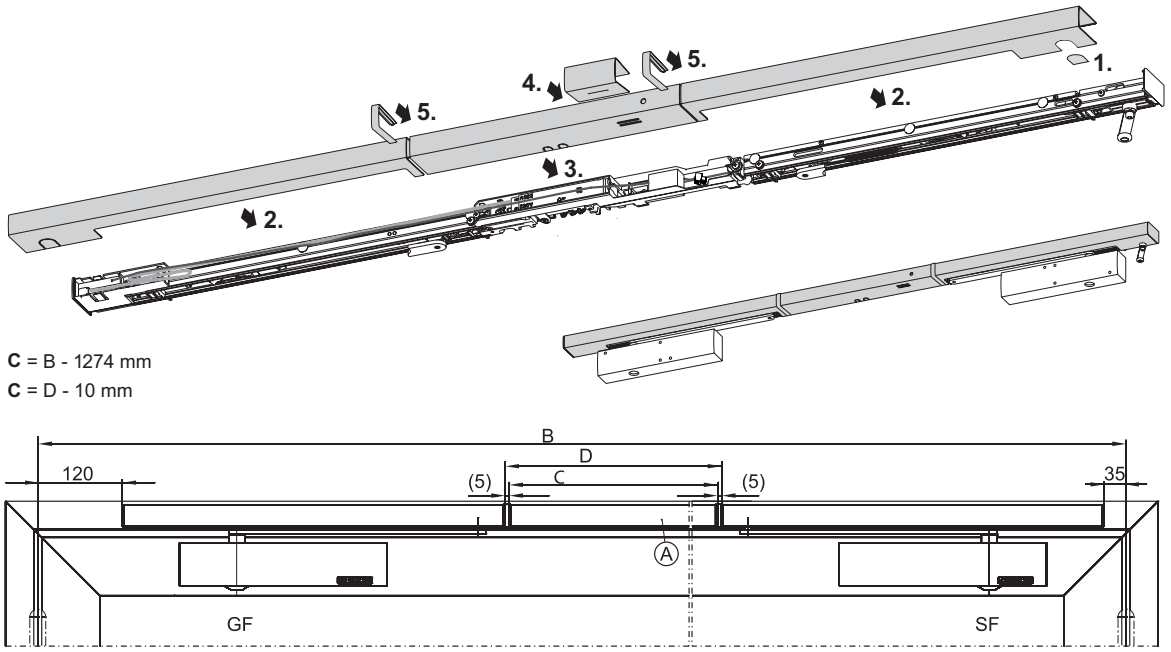

Fig. 6.12.1
- Raccourcir à la cote „C" le cache central „A" pouvant être recoupé à longueur (**Fig. 6.12.1**).